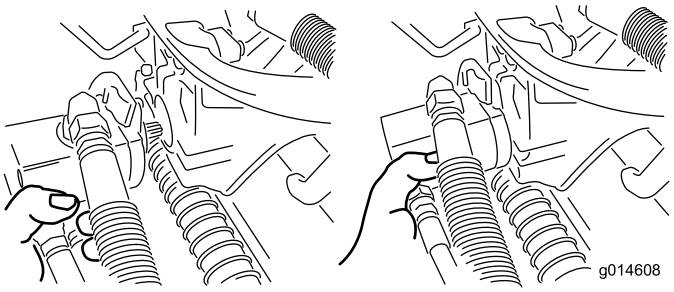

**Figur 34**
3. Flytta motorn till förvaringsutrymmet framför upphängningsarmen (Figur 34).